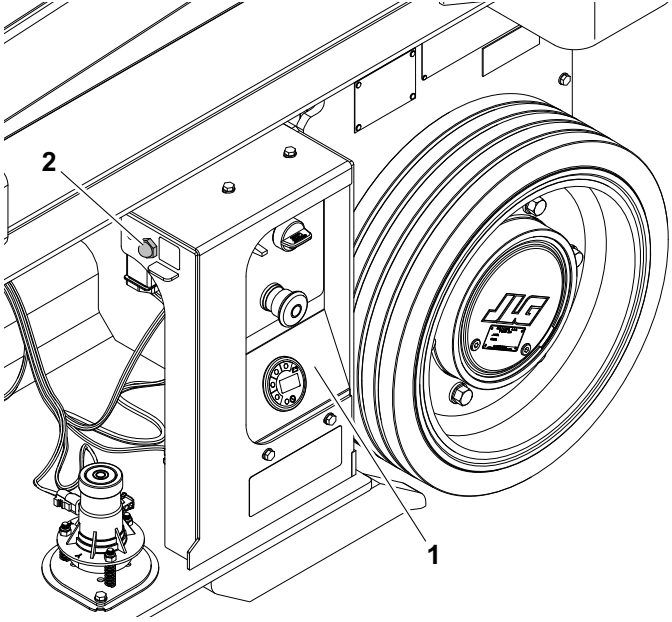

**Figure 3-20. Desserrage électrique des freins - Emplacement - Toutes les machines**
*(Voir Figure 3-20.)*
2. Mettre la machine sous tension en mode Sol depuis le **poste de commande au sol (1)**.
3. **L'interrupteur de desserrage des freins (2)** se trouve à l'intérieur du couvercle latéral des composants hydrauliques. Retirer le couvercle pour accéder à l'interrupteur.